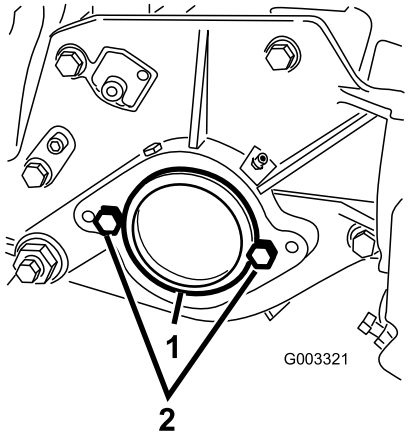

Figur 7
2. På høyre side av klippeenheten, fjern plastpluggen fra lagerhuset (Figur 7).
3. Fjern de to hodeskruene fra den høyre platen (Figur 7).
5. Fjern de to hodeskruene som fester spolemotormonteringen på høyre side av klippeenheten (Figur 7).